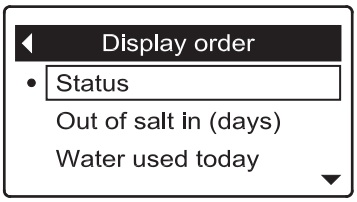

FIG. 114
4. Press the SELECT (○) button to display the Display order screen (See Figure 114).